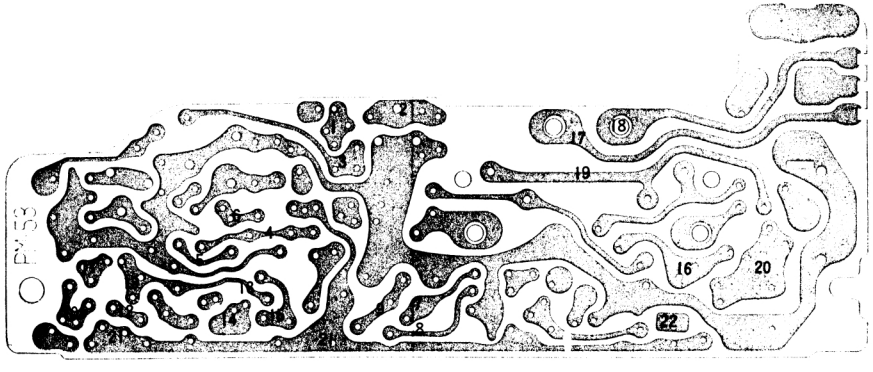

Fig. 3
2. Numerals in circuit in this diagram coincide with those on CHECK POINTS ON PRINTED BOARD in Fig.3.